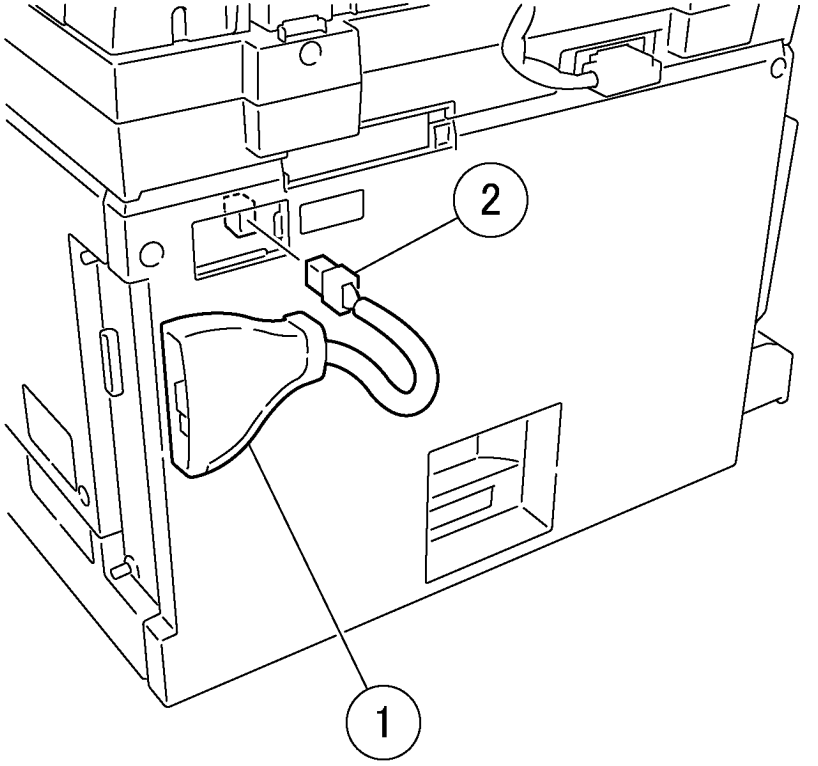

Рисунок 4 Подключение интерфейса дополнительных устройств (j0ch82032)
4. Подключите интерфейс внешних устройств к разъему основного блока IIT7 (рисунок 4)